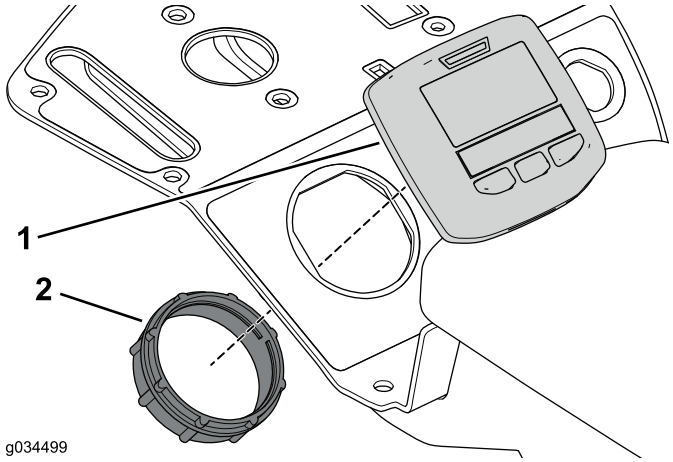

Figur 28
3. Bruk låseringen til å feste skjermen til konsollenheten (Figur 28).